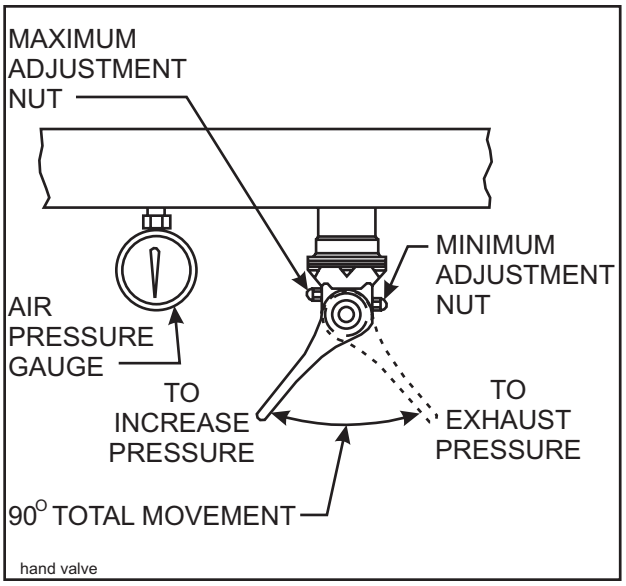

Figure 3-5 Hand Valve
The **HAND VALVE (See Figure 3-5)** is located on the front side of rear tail channel beside the **AIR HEIGHT CONTROL VALVE**. It has two positions:
The **PRESSURE GAUGE (See Figure 3-5)** is located near the HAND VALVE. This gauge provides air pressure information for adjusting the air ride system manually.
3-15.1 Minimum air pressure should be at least three (3) psi. Loosen the minimum adjustment nut **(See Figure 3-5)**, set the air pressure at three (3) psi and tighten the nut again.
3-15.2 Maximum air pressure should be no more than 85 psi. Loosen the maximum adjusting nut **(See Figure 3-5)**, set the air pressure at 85 psi and tighten the nut again.